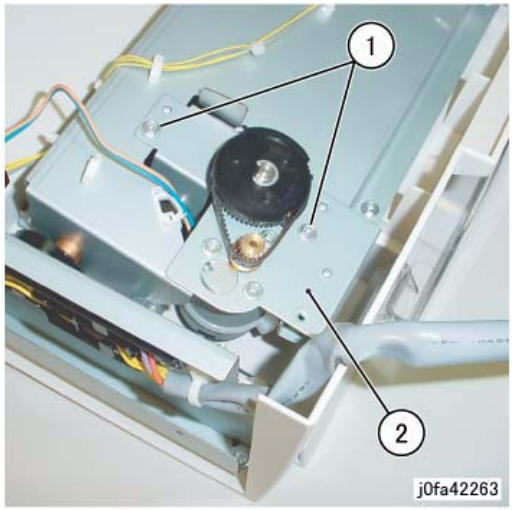

Figure 3 Removing the Stacker Motor Assembly
8. Remove the Stacker Motor Assembly (Figure 3):